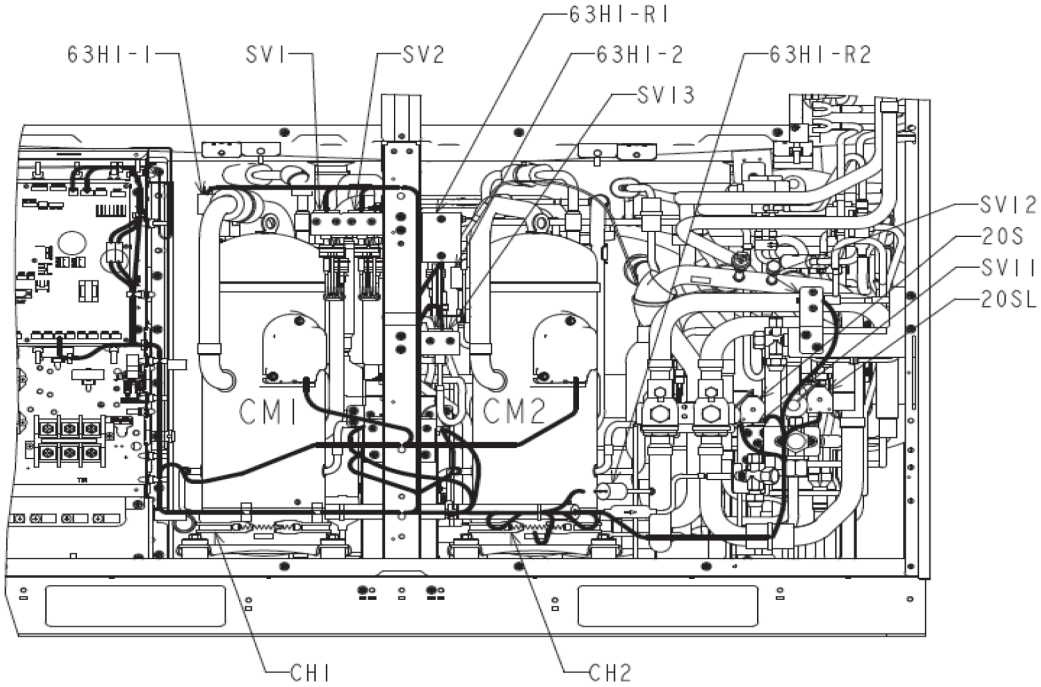

図5　配線図1
(1)　圧縮機を作業前と同様の状態に戻してください。
(2)　配線，センサ，吸音断熱材等を作業前と同様の状態に戻してください(図5，6参照)。
(3)　真空引き後，冷媒を封入してください。